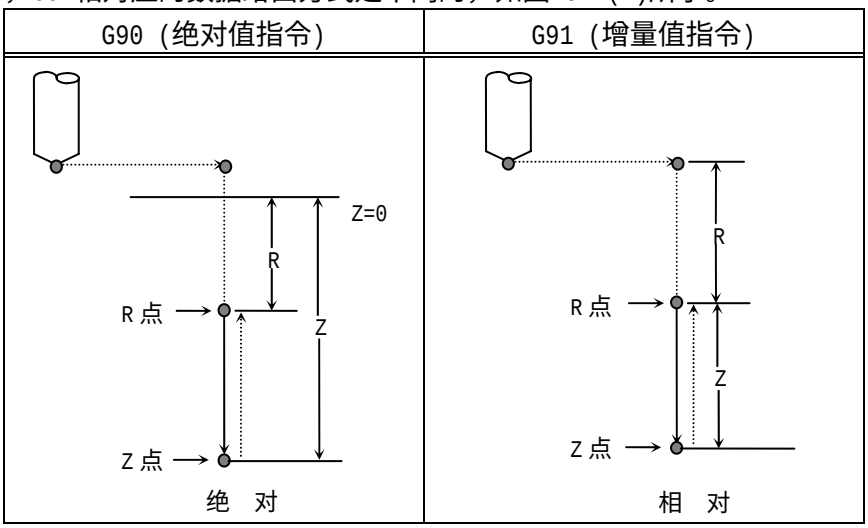

图13.1 (B) 固定循环的绝对值指令和增量值指令
(A) G90，G91相对应的数据给出方式是不同的，如图13.1(B)所示。
(B) 在返回动作中，根据G98和 G99的不同，可以使刀具返回到初始点平面或 R点平面。指令G98和 G99的动作如图13.1(C)所示。